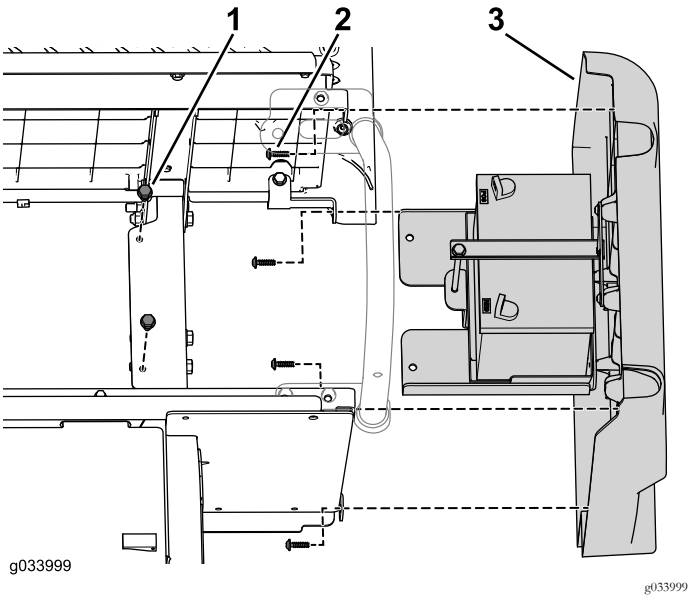

Figuur 45
3. Gebruik het bevestigingsmateriaal dat u eerder verwijderd hebt om het originele rechterpaneel aan de achterste stoelbasispanelen te bevestigen (Figuur 45).